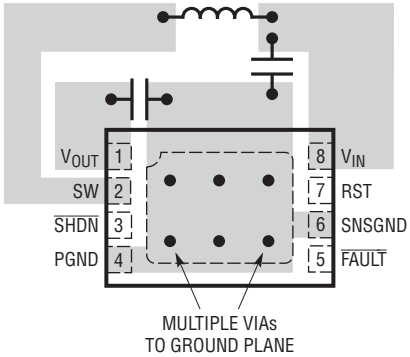

Figure 1. LTC3529 Recommended PCB Layout
The LTC3529 switches large currents at high frequencies. Special care should be given to the PCB layout to ensure stable, noise-free operation. Figure 1 depicts the recommended PCB layout to be utilized for the LTC3529. A few key guidelines follow:
1. All circulating current paths should be kept as short as possible. This can be accomplished by keeping the copper traces to all components in Figure 1 short and wide. Capacitor ground connections should via down to the ground plane in the shortest route possible. The bypass capacitors on V_{IN} and V_{OUT} should be placed close to the IC and should have the shortest possible paths to ground.
2. The PGND pin should be shorted directly to the exposed pad, as shown in Figure 1. This provides a single point connection between the small signal ground and the power ground, as well as a wide trace for power ground.
3. All the external components shown in Figure 1 and their connections should be placed over a complete ground plane.